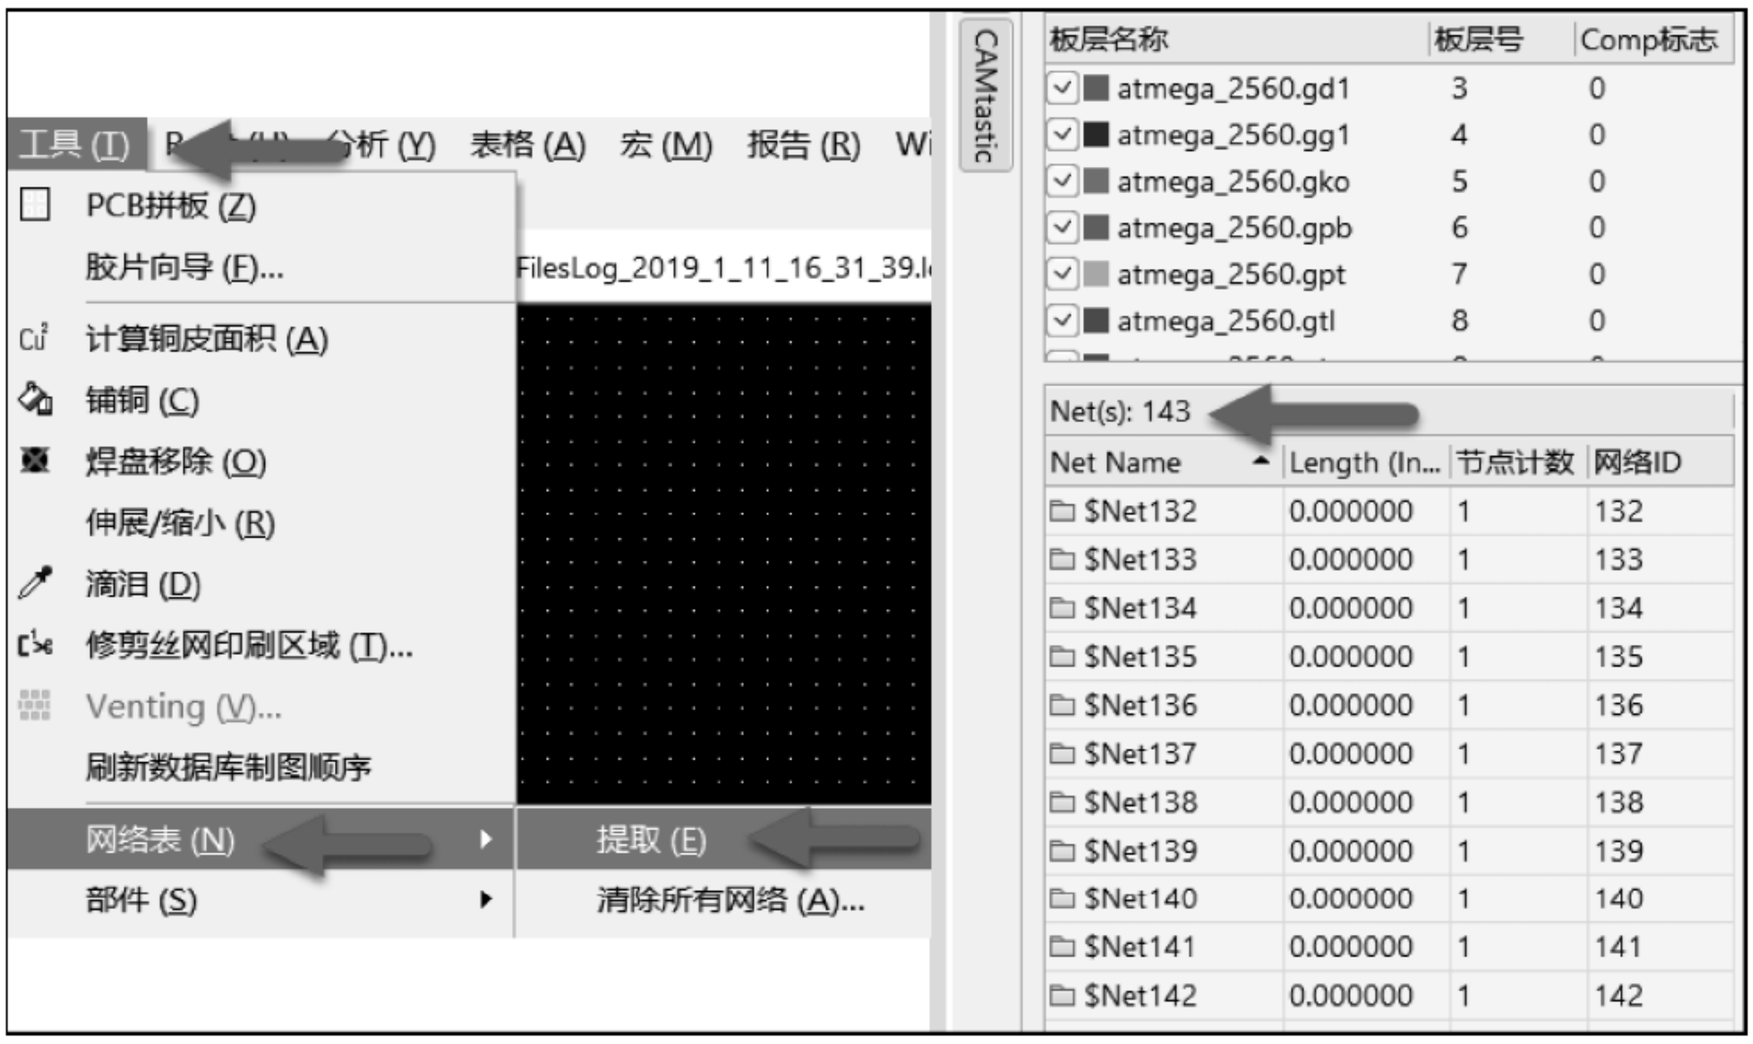
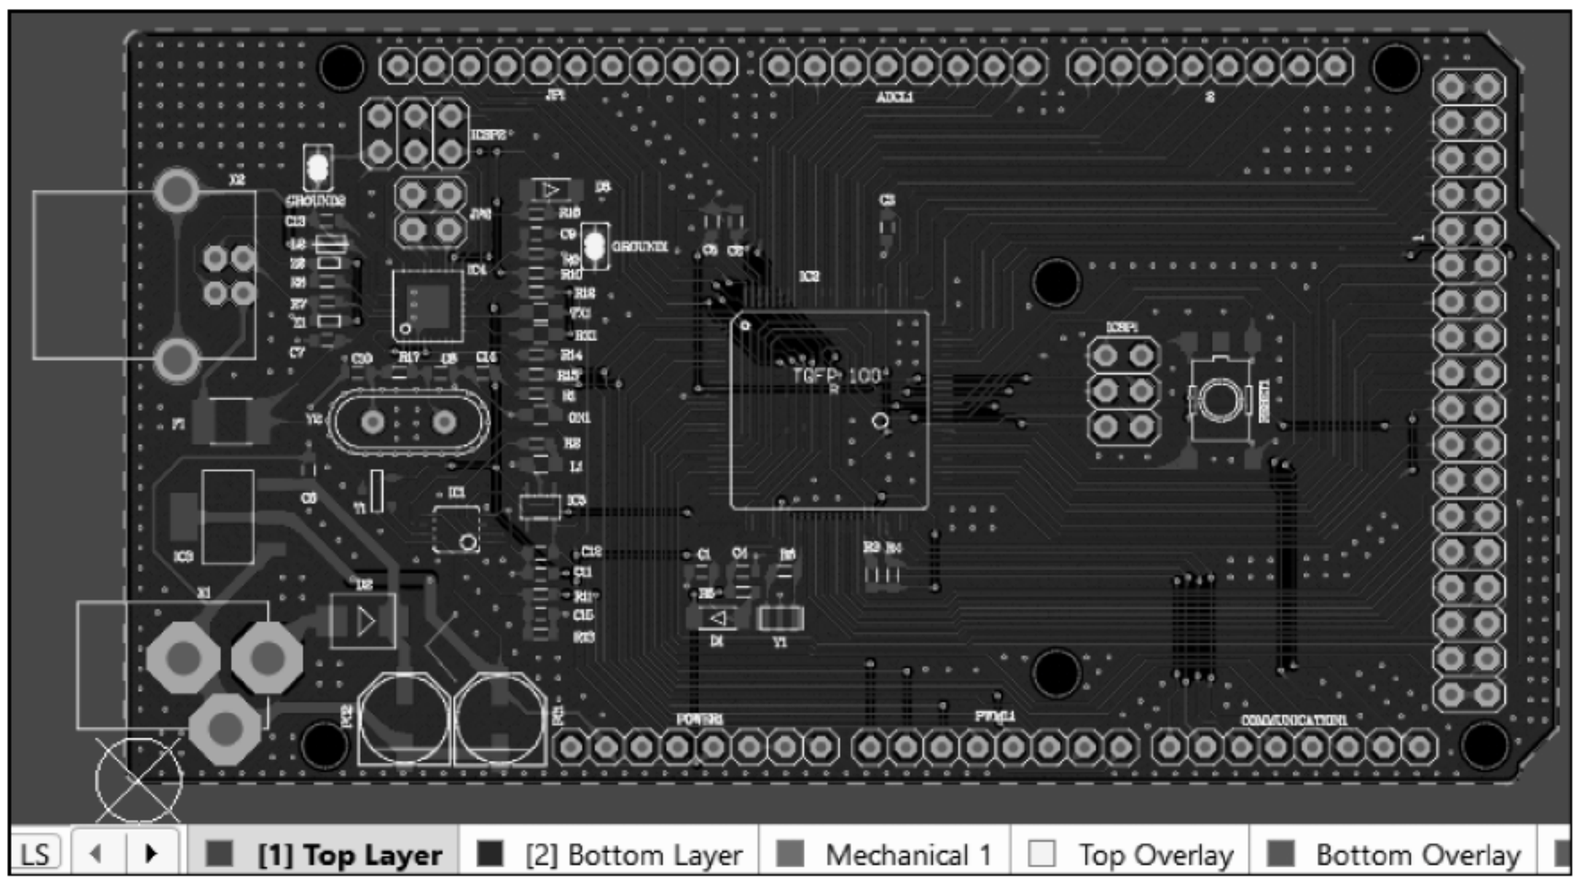

图 1-368　提取网络表
图 1-369　Gerber 转 PCB 效果图
(5) 提取网络表，执行菜单栏中“工具”→“网络表”→“提取”命令，进行网络表的提取，然后在 CAMtastic 面板中查看添加进来的网络，如图 1-368 所示。
(6) 如果 Gerber 文件中包含 IPC-D-365(IPC 网表文件)，执行菜单栏中“工具”→“网络表”→“重命名网络表”命令，则可以对网络进行准确的命名，若没有 IPC 网表文件则忽略这一步。
(7) 输出 PCB 文件，执行菜单栏中“文件”→“导出”→“输出到 PCB”命令，得到 PCB 文件如图 1-369 所示。至此，Gerber 文件转换为 PCB 完成。